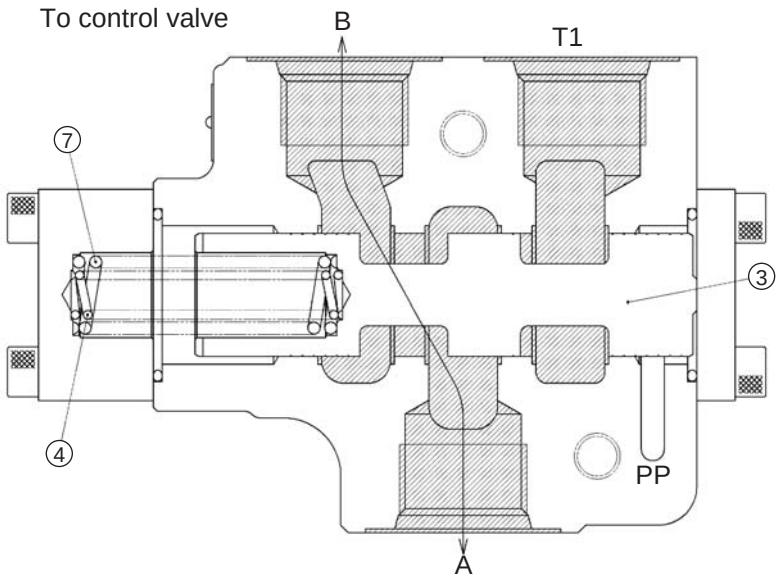

Figure 2
When the pilot pressure is not fed to the PP port, the spool ③ is held in the neutral position by the spring ④, ⑦. The A port and the B port are connected and the T1 and T2 port pressurized oil are cut off by the spool ③. (See Figure 2.)